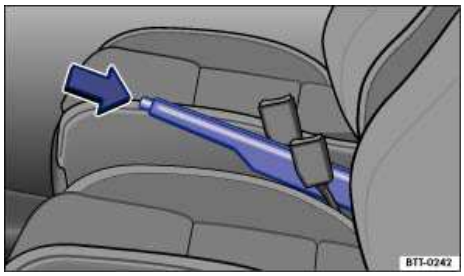

Fig. 123 Between the front seats: Parking brake.
- Pull the lever up slightly and press the release button ⇒ fig. 123 (arrow).